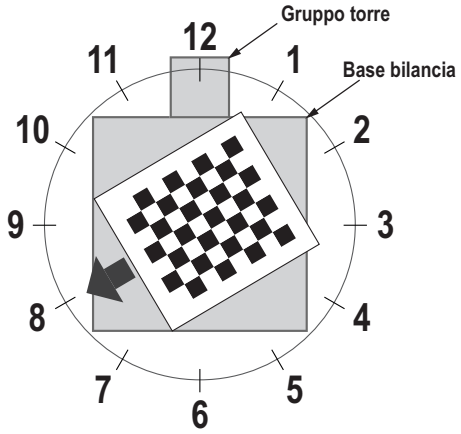

Figura 5-14. Rotazione a ore 8
13. Allineare l'oggetto di calibrazione in modo che i crocini siano centrati. Ruotare l'oggetto di calibrazione in posizione ore 8 con il gruppo torre in posizione ore 12 (Figura 5-14).